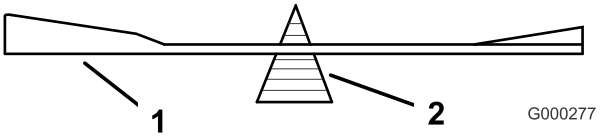
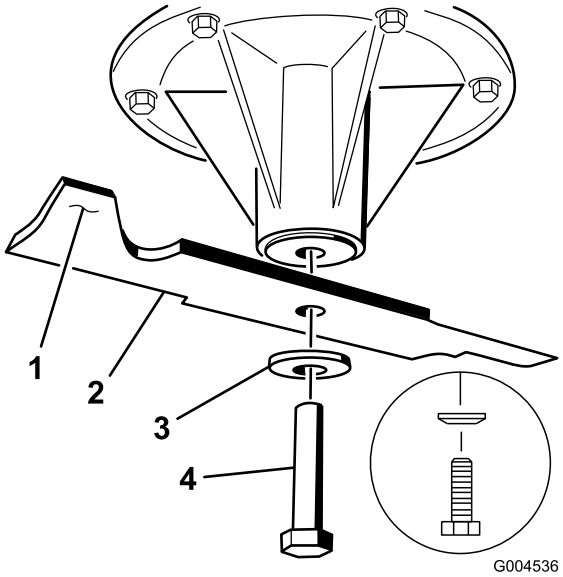

Rysunek 90
Rysunek 91
2. Odkręć śrubę ostrza, podkładkę wygiętą i zdejmij ostrze z wału wrzeciona (Rysunek 91).
2. Sprawdź wyważenie ostrza, układając je na równoważniku ostrzy (Rysunek 90). Jeżeli ostrze pozostaje w położeniu poziomym, wówczas jest wyważone i można je stosować. Jeżeli ostrze nie jest wyważone, spiłuj nieco metalu z obszaru łopatki (Rysunek 91). Powtarzaj tę procedurę do momentu wyważenia ostrza.
1. Zamontuj ostrze na wale wrzeciona (Rysunek 91).
śruby (Rysunek 91). Dokręć śrubę ostrza momentem 115–150 N-m.